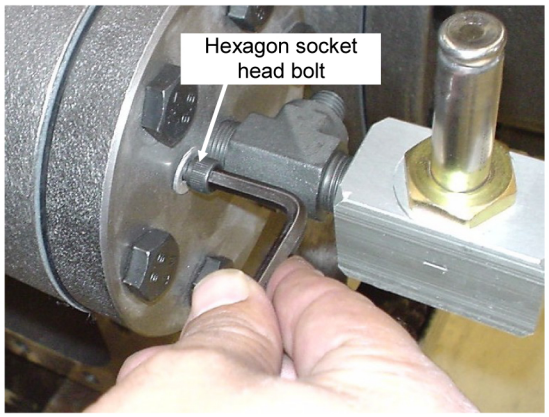

Fig. 5-103 Insertion of the Hexagon Socket Head Bolt
6. Remove the eyebolt from the unloader cover after the mounting of the valve plate is completed. Make sure to insert the unloader allen screw into the hole from which the eyebolt was removed and tighten it, complete with washer (see Fig. 5-103).